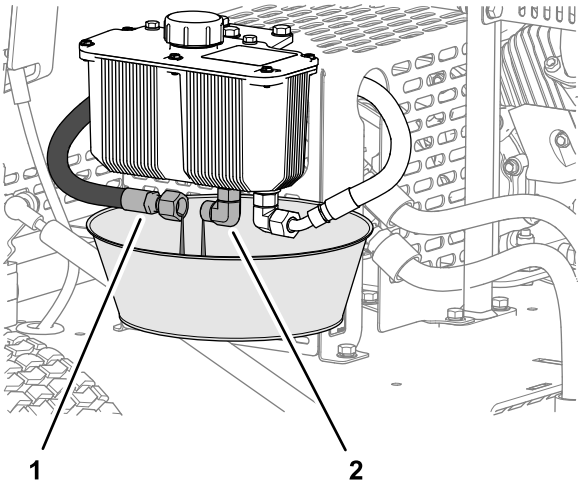

Figura 36
1. Allineate una bacinella con capacità di 2 litri sotto il serbatoio idraulico (Figura 36).
2. Rimuovete il flessibile idraulico di mandata dal raccordo del serbatoio e lasciate spurgare completamente il fluido idraulico (Figura 36).